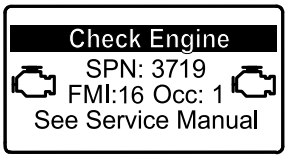

**Figuur 39**
- Als geparkeerde regeneratie nodig is verschijnt op het InfoCenter Motorwaarschuwing SPN 3719, FMI 16 (Figuur 39) en de computer van de motor vermindert het vermogen tot 85%.